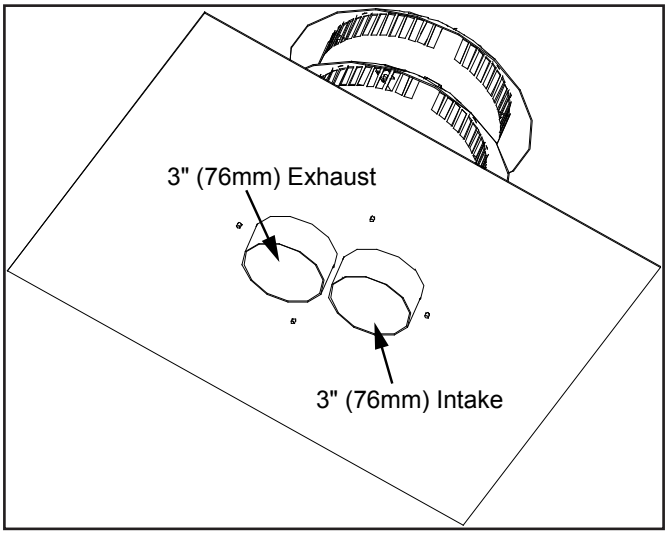

Figure 18: Generic Vent Cap Underside.
6. Place a bead of high temperature silicone on the intake collar of the fireplace, slide the Ø3" (76mm) flex intake liner over the collar, secure the flex liner with three (3) sheet metal screws evenly spaced.
7. At the top of the chimney, apply a bead of stove cement sealant to the Ø3" (76mm) pipe of the exhaust vent terminal (refer to Figure 18). Slide the flex liner onto the vent terminal and secure with three (3) sheet metal screws evenly spaced.
8. Place a bead of high temperature silicone on the intake collar of the vent terminal (refer to Figure 18). Slide the Ø3" (76mm) flex intake liner over the collar, secure the flex liner with three (3) sheet metal screws evenly spaced.